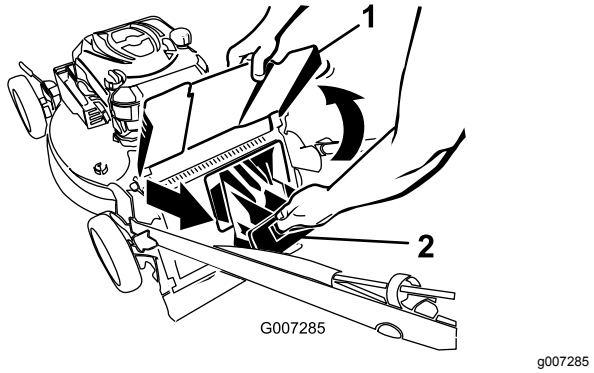

Rysunek 23
2. Podnieś i przytrzymaj deflektor tylnego wyrzutu (Rysunek 23).
3. Wyciągnij zaślepkę wyrzutu do tyłu (Rysunek 23).
4. Zamontuj zaślepkę tylnego wyrzutu (rysunek 23).